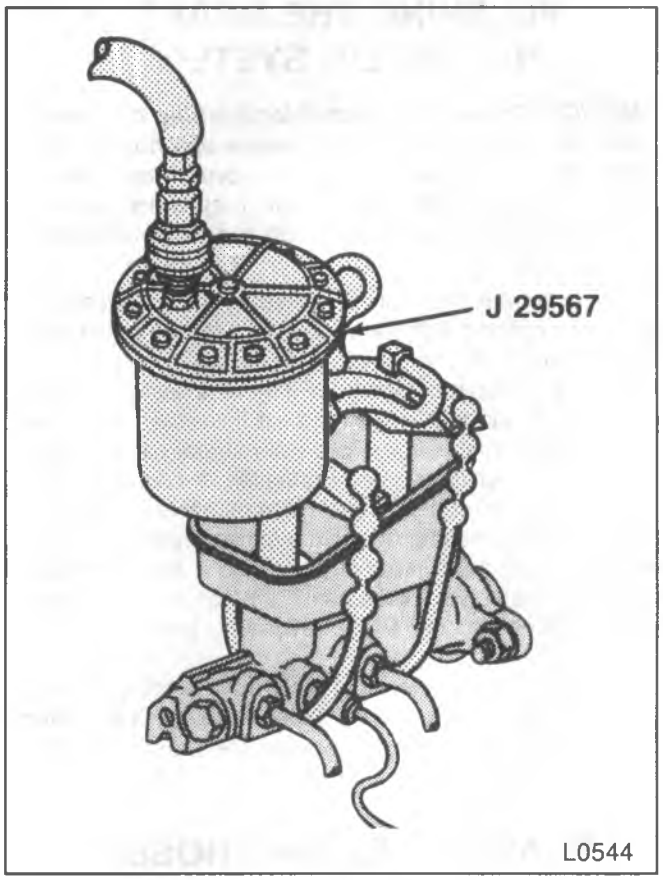

Figure 3—Plastic Reservoir Bleeder Adapter
- Install the correct bleeder adapter (figures 3 and 4).